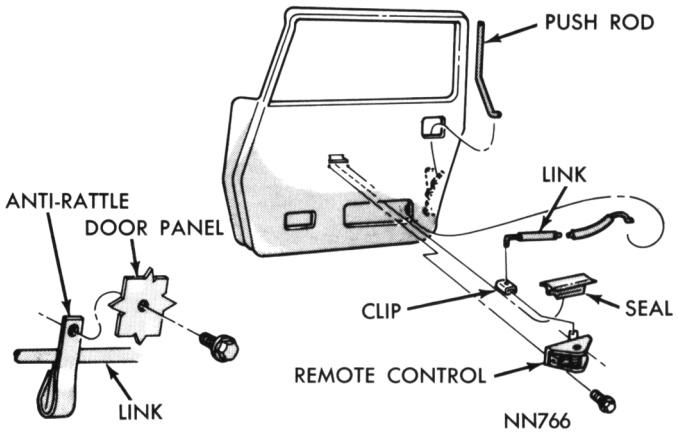

Fig. 19—Front Door Locking Mechanism
(1) Raise door glass.
(2) Remove screws attaching remote control base to door panel (Figs. 19 and 20).
(3) Remove link from remote control lever.
(4) Remove control through large opening in door.
(1) Disconnect handle to lock link (Figs. 19 and 20) from lock by pulling link outward at lock.
(2) Disconnect locking lever rod (front door only) from lock assembly (Fig. 19).